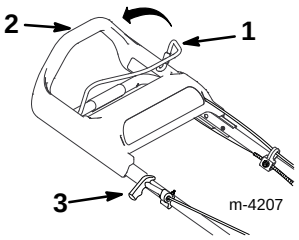

Abbildung 10
3. Den Schnittmesserbetätigungsbügel gegen die obere Griffstange halten (Abb. 10).
4. Leicht am Startergriff ziehen, bis Widerstand gespürt wird. Dann kräftig ziehen (Abb. 10). Das Seil langsam zum Griff zurückkehren lassen.